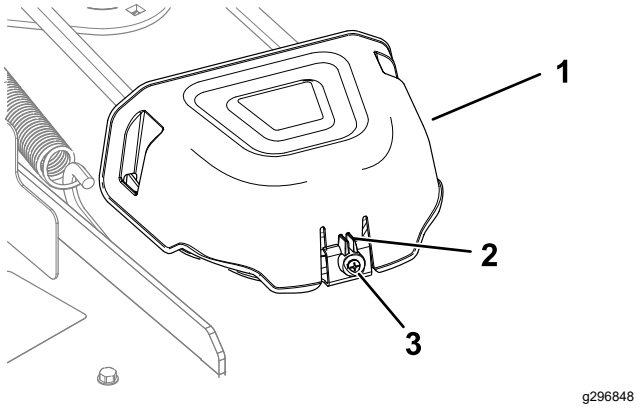

Figure 53
5. Desserrez la vis et enfoncez la languette sur le couvercle pour déposer les couvercles de poulie (Figure 53).